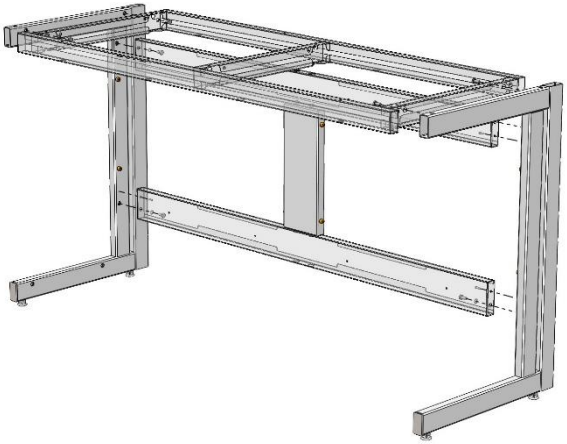

Рис. 3
4. Соединить боковины с верхней рамой и распорками каркаса, используя болты М8х16, пружинные шайбы 8 и предусмотренные в боковинах заклёпки-гайки М8. Зафиксировать с помощью самореза с буром 4,8х16 *(Рис. 3)*